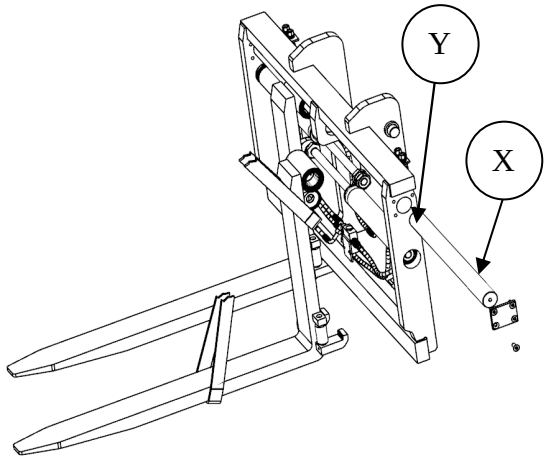

Fig.006
2.3.2 Remove the cover "X" loosening the 4 x M12 screws with an 8 mm Allen key. (Fig.006)
2.3.4 Extract the bar “Y”. (Fig.006)
2.3.5 Extract the fork. (Fig.006)
2.3.6 For assembly, position the fork support and insert the bar "Y". (Fig.006)